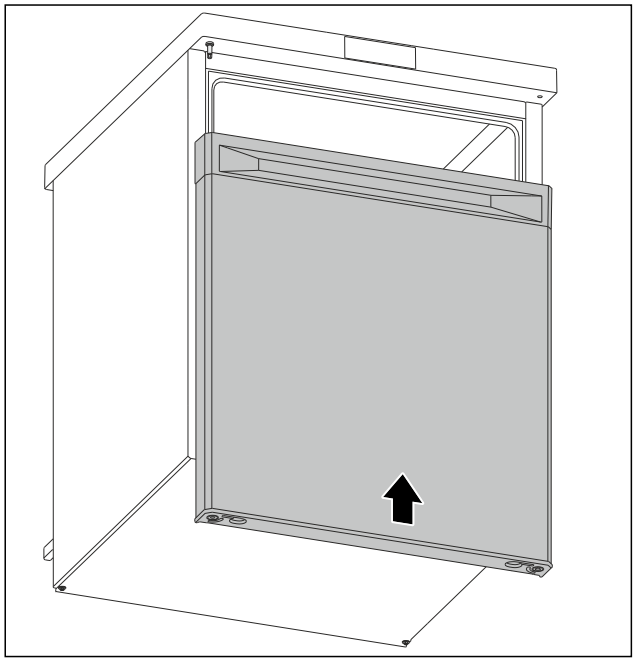

*Fig. 15*
- ▶ Slide the door onto the upper bolt in closed status. (see Fig. 15)